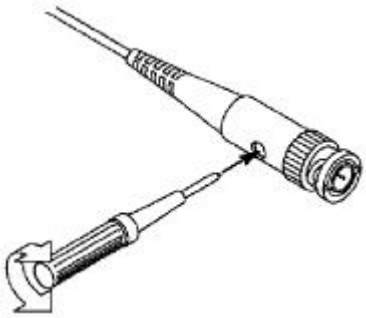

Figure 3-6: Probe Adjustment
2. Check the displayed waveform and adjust the probe until the compensation is correct. See Figure 3-5 and Figure 3-6.